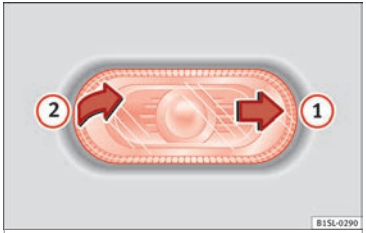

Fig. 92 Removing the side turn signal
1. With one hand move the side turn signal backwards ››› **Fig. 92** (1).
2. Remove the side turn signal from the chassis by leverage (2).